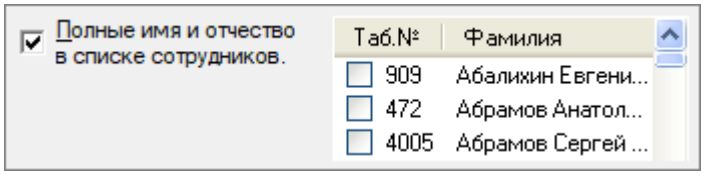

Рисунок 9-32 Включенный параметр "Полные имя и отчество в списке сотрудников"
- Если установлен флаг, то в списке сотрудников на панели параметров отчета будут отображаться полное имя и отчество (см. Рисунок 9-32),